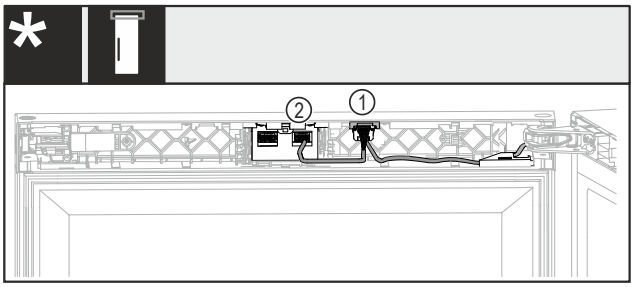

Fig. 32 Ohne Schloss oder mit mechanischem Schloss
▶ Stecker mit beiden Kabeln *Fig. 32 (1)* in die Führung einschieben.
▶ Stecker mit einem Kabel *Fig. 32 (2)* im rechten Nest einrasten.